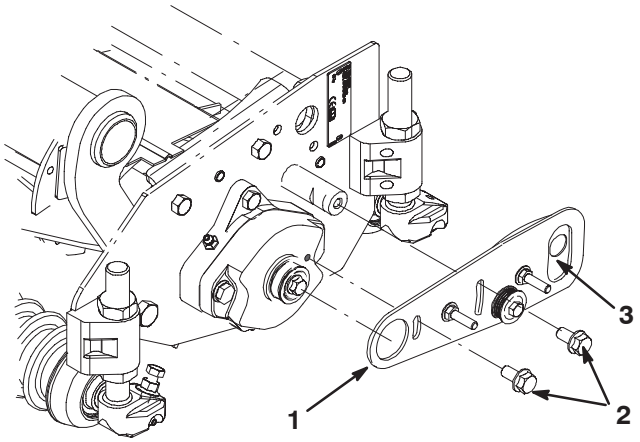

Figure 20
7. Remove the (2) flange bolts securing the brush plate assembly to the drive assembly and the threaded spacer (Fig. 20).